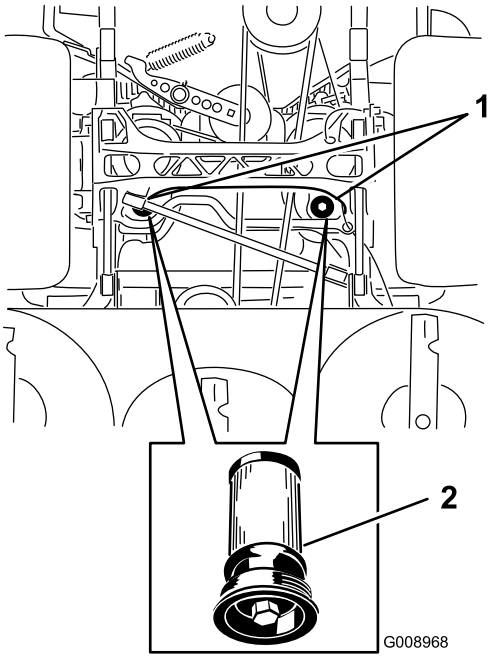

**Figuur 84**
5. Plaats een opvangbak onder het filter, verwijder het oude filter en veeg het oppervlak schoon (Figuur 84).
6. Breng een dun laagje hydraulische vloeistof aan op de rubberen pakking van het vervangende filter (Figuur 84).